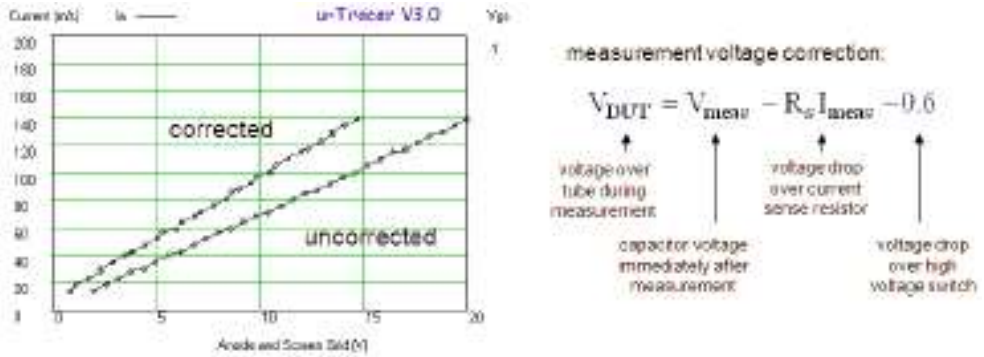

Abbildung 8.12.1 I (V) -Kurve eines 100-Ohm-Widerstands zeigt den Einfluss der Anoden- / Schirmspannungskorrektur für niedrige Spannungen.
Bisher habe ich den Einfluss der Anoden- und Schirmströme auf die Anoden- und Schirmspannungen vernachlässigt. Es gibt drei Effekte: Erstens gibt es den Spannungsabfall über dem Stromerfassungswiderstand. Zweitens entladen die Ströme die Pufferkondensatoren, und schließlich gibt es den Spannungsabfall über dem Hochspannungsschalter. Alle diese drei Effekte senken die effektiven Anoden- und Schirmspannungen. Glücklicherweise können die drei Spannungsabfälle leicht gemessen oder berechnet werden (Abb. 8.12.1). Der Spannungsabfall über dem Erfassungswiderstand entspricht einfach dem gemessenen Strom mal dem Widerstand des Erfassungswiderstands. Die ungefähre Spannung des Pufferkondensators zum Zeitpunkt der Strommessung ist ebenfalls bekannt, da die Spannung der Pufferkondensatoren unmittelbar nach dem Messimpuls gemessen wird. Die Spannung über dem Hochspannungsschalter ist ungefähr konstant (0,7 V).
Abbildung 8.12.1 zeigt zwei I (V)-Messungen eines 100-Ohm-Widerstands zwischen Anoden- und Kathodenanschlüssen des µTracers mit und ohne Korrektur der Messspannung. Beachten Sie den großen Unterschied zwischen den Kurven! Beide Linien scheinen weniger „glatt" zu sein als die normalen µTracer-Kurven. Hierbei gibt es eine Reihe von Faktoren. Zuerst müssen wir erkennen, dass wir an den Grenzen des AD-Wandlers sind. Mit einem 10-Bit-AD-Wandler, der für einen Bereich von 380 V ausgelegt ist, beträgt der Spannungsschritt pro Bit ca. 0,4 V. Wenn wir die „unkorrigierte Kurve" betrachten, können wir etwa alle 4 Messpunkte kleine Sprünge in der Linie beobachten. Deutlicher Aliasing-Effekt in Bezug auf den AD-Konverter. Die "korrigierte Kurve" leidet offensichtlich auch unter den Einschränkungen des AD-Wandlers, aber zusätzlich einer Korrekturspannung, die an sich auch einen Fehler enthält, wird von der Sollspannung abgezogen, was zu einer eher unregelmäßigen Kurve führt. Obwohl die Kurven es bei einem Schönheitswettbewerb sicherlich nicht schaffen würden, sind sie sicherlich immer noch sehr akzeptabel und zumindest gut genug für mich.